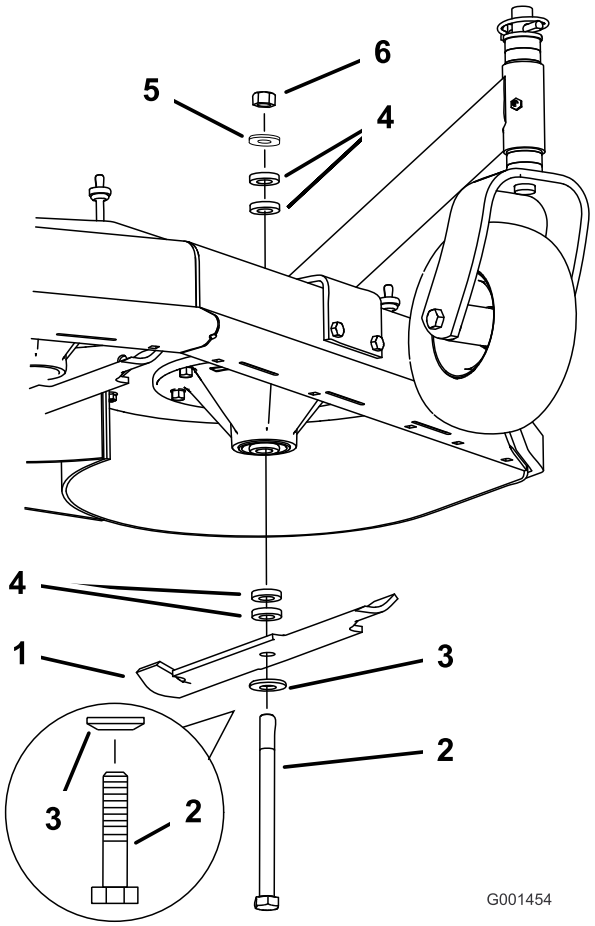

Figura 17
3. Sujete el perno de la cuchilla y retire la tuerca (Figura 17).
4. Deslice el perno por el eje, y cambie los espaciadores según sea necesario (Figura 17).
5. Instale el perno y la arandela curva, añada los espaciadores adicionales que sean necesarios, y sujételos con una arandela fina y una tuerca (Figura 17).